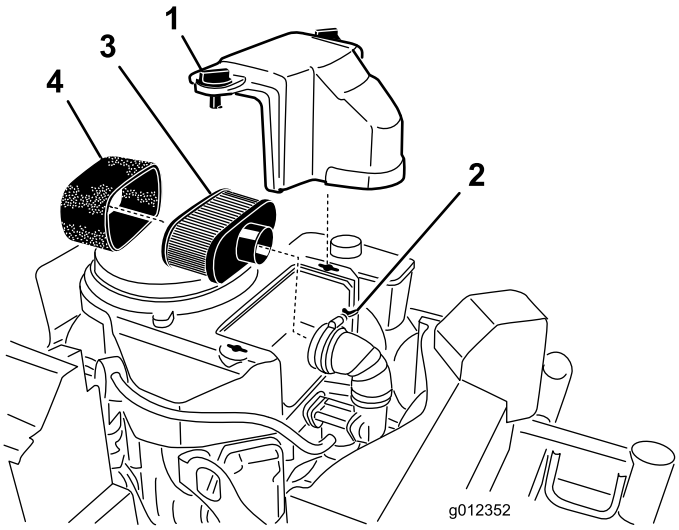

Figur 21
3. Gör rent runt luftrenaren så att inte smuts faller ned i motorn och orsakar skador (Figur 21).
4. Öppna kåpans vred och ta bort luftrenarkåpan (Figur 21).
5. Skruva loss slangklämman och ta bort luftrenarenheten (Figur 21).
6. Dra försiktigt bort skumplastinsatsen från pappersinsatsen (Figur 21).
1. Rengör inte pappersfiltret. Byt ut det (Figur 21).
1. Skjut försiktigt på skumplastinsatsen på luftrenarens pappersinsats (Figur 21).
2. Placera luftrenaren på luftrenarbasen och sätt fast den med hjälp av de två vingmuttrarna (Figur 21).
3. Sätt fast luftrenarkåpan på rätt plats och dra åt kåpvredet (Figur 21).